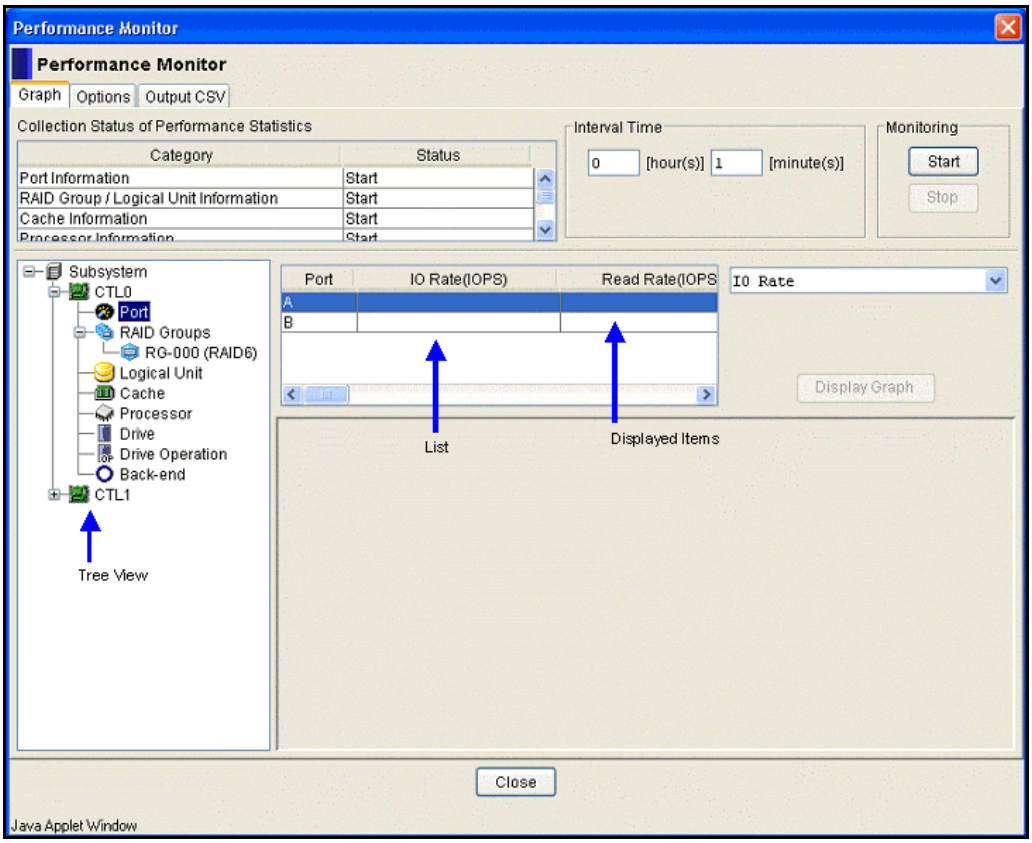

Figure 9-1: Performance Monitor Window — Graph Tab
2. Select the appropriate item, and click **Display Graph**. The Performance Monitor Graph window appears (see Figure 9-1 on page 9-4).